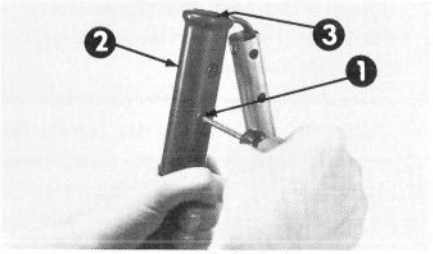

Abbildung 2
3. Griffschraube und Plastikmuttern vom mittleren Griff entfernen (Abb. 2).